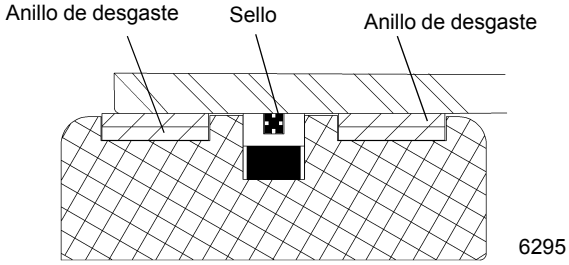

FIGURA 2-54
5. Instale los anillos de desgaste y sello de repuesto en el exterior del émbolo (Figura 2-54) y el anillo "O" en el interior del émbolo.